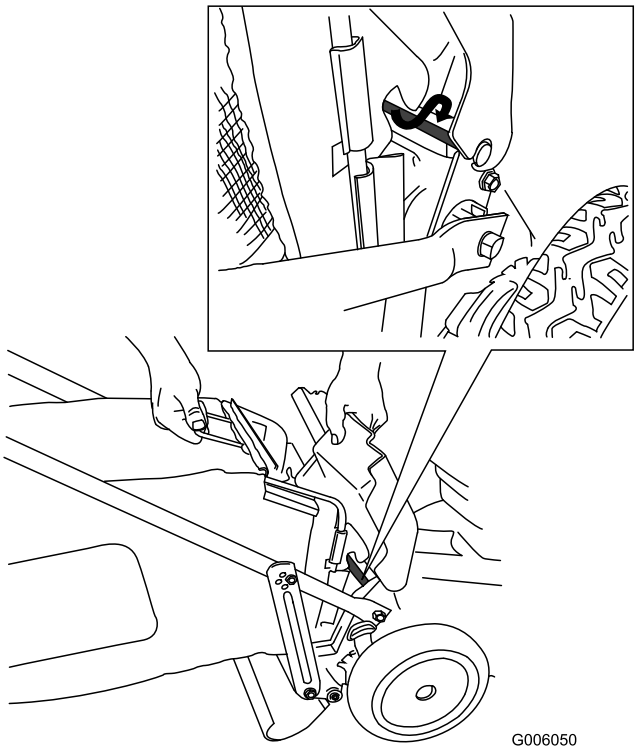

Figura 24
1. Sollevate lo sportello posteriore e tenetelo sollevato (Figura 24).
3. Montate il cesto sull'asta dello sportello (vedere inserto Figura 24).